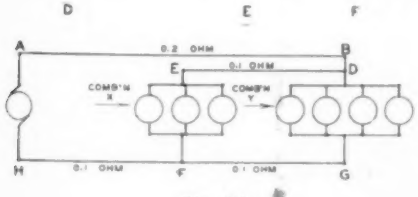

Fig. 24
4. If the current of each lamp in Fig. 24 is 1.1 amperes and the generator has a pressure of 110 volts, what will be the pressure across combination X and Y?
5. If we did not know the pressure of the generator, but knew there were 100 volts across combination Y, in Fig. 24, and each lamp took 1.1 amperes, what would the pressure be at combination X and at the generator?